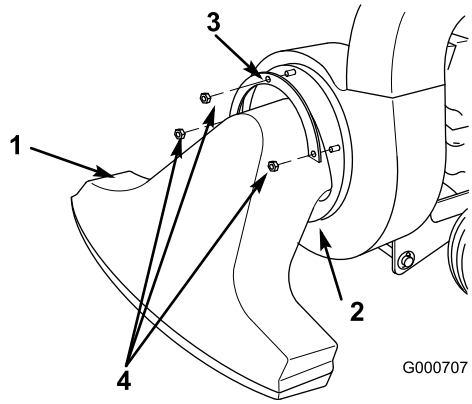

Figur 20
2. Afmonter låsemøtrikkerne, spændeskiverne og låseflangen, der holder snuden fast, og afmonter snuden (Figur 20).